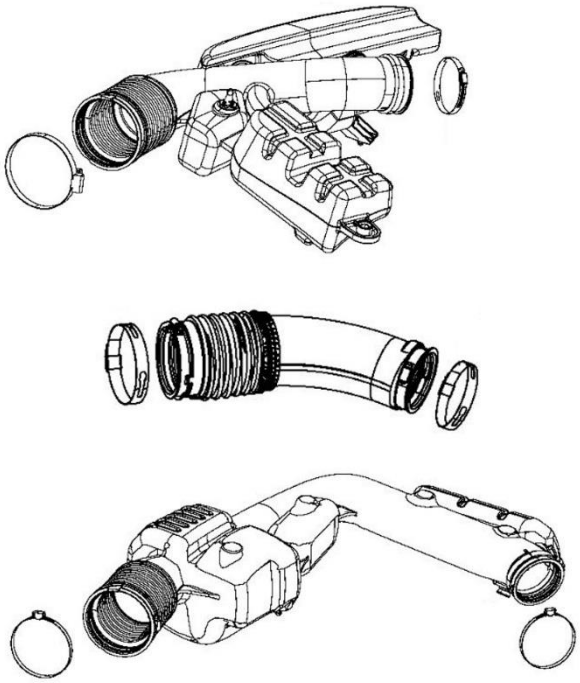

Figure 6 – Inlet Air Tube / Resonator Design May Vary Depending on Engine and Vehicle
11. Remove the inlet air tube or resonator assembly from the vehicle. Air inlet design may vary depending on engine and vehicle (Figure 6).
23. Install the inlet air tube or resonator assembly to the vehicle. Secure any rubber grommets or fasteners. Design may vary depending on engine and vehicle (Figure 6).
19. Install the inlet air tube or resonator assembly to the vehicle. Secure any rubber grommets or fasteners. Design may vary depending on engine and vehicle (Figure 6).